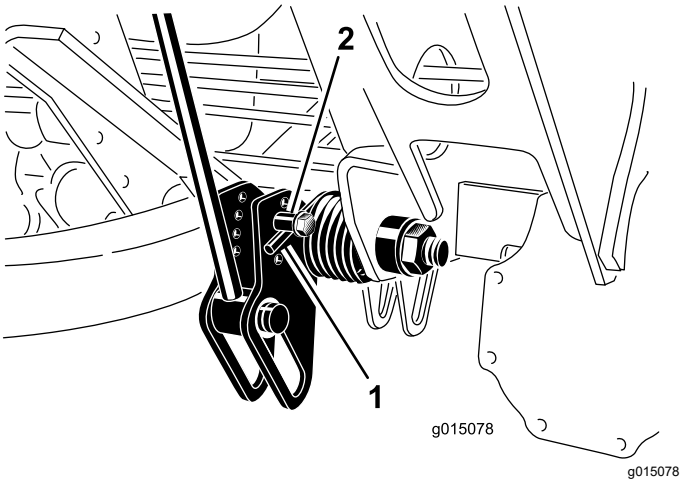

**Рисунок 71**
2. Наденьте на длинный конец пружины трубу или аналогичный предмет, чтобы снять натяжение пружины во время регулировки (Рисунок 71).
3. Ослабляя натяжение пружины, отверните болт и контргайку крепления пружинного привода к кронштейну (Рисунок 71).